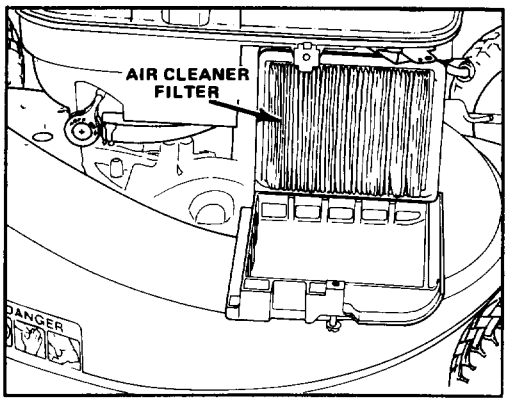

Figure 15
3. Remove paper air cleaner filter and discard (Fig. 15).